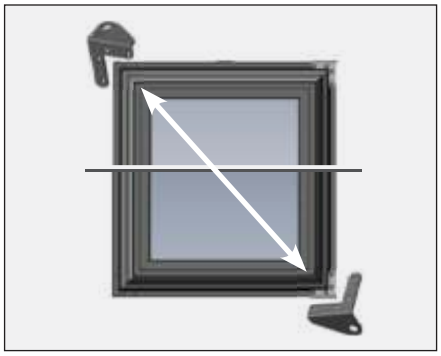

***Fig. 6.*** The current bottom door bracket will be the new top door bracket.
5. Remove any door plugs and all screws on the opposite side of the original door hinge placement. See fig. 6.